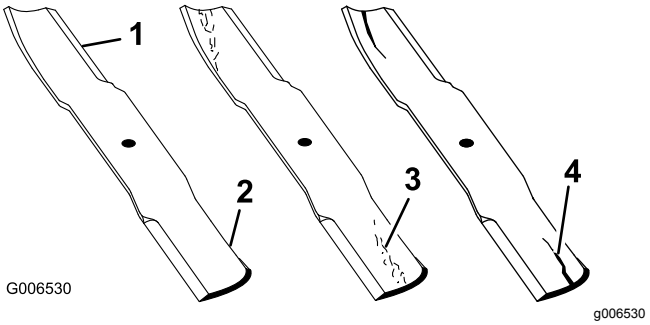

**Figur 76**
1. Efterse skærekanterne (Figur 76).
4. Hvis skæreknivene er beskadiget eller slidt, eller hvis der er antydning af en revne i dette område, skal der straks monteres nye skæreknive (Figur 76).